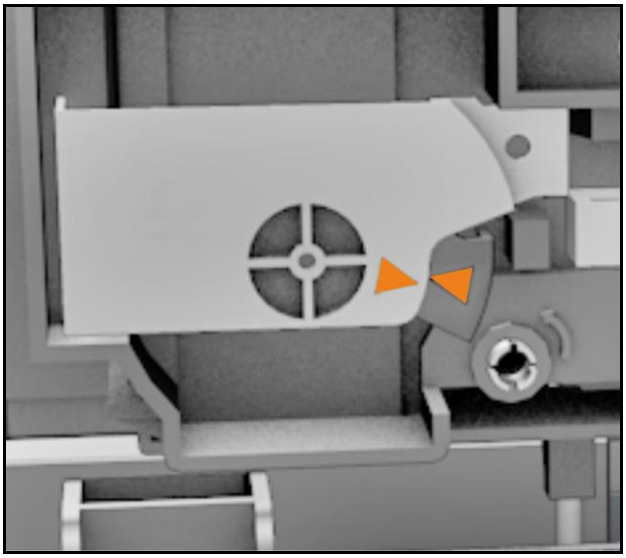

Figura 160 Modul de curăţare deblocat
6 Luaţi o şurubelniţă şi rotiţi cu 90° în sens antiorar capul de imprimare (A) de la dispozitivul de blocare cap de imprimare (B), până când capul de imprimare ajunge în poziţia deblocată (vezi Figura 160).